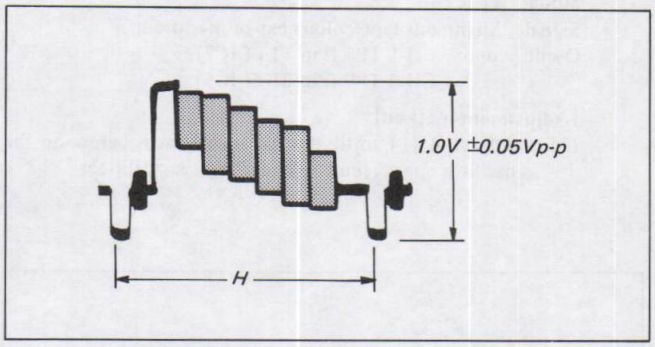

Fig. 5-28. Peak AGC adjustment
(1) Supply the VTR with the colour bar signal and set up the E-E mode.
(2) Connect the oscilloscope to VIDEO OUT.
(3) Adjust RV004 so that the output level of the video signal becomes 1.0V ± 0.05Vp-p (See Fig. 5-28.)